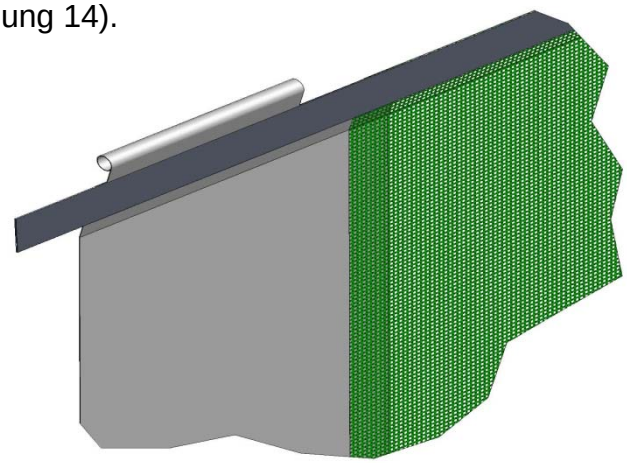

Abbildung 14
5.1 Ausrichtung des Paneels (A1): Die Gewebegurte sind nach außen gerichtet; die Oberseite lässt sich an den beiden 400 mm langen und 40 mm breiten Taschen erkennen, die sich an den beiden Enden des Paneels befinden (Abbildung 14).